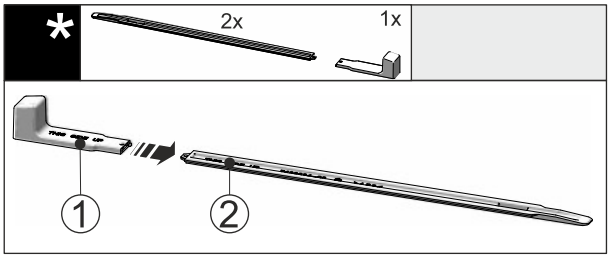

Fig. 49
▶ Montagegriff *Fig. 49 (1)* an die Nivellierschiene *Fig. 49 (2)* stecken.